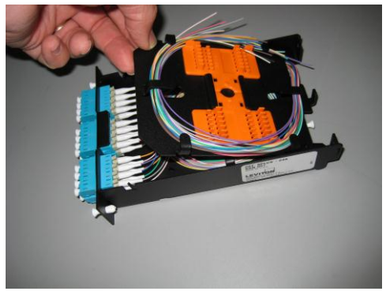

Figura 2
3.2 Retire la cubierta de empalme levantando el borde de adelante. (Ver Figura 2) Saque de la base y déjela a un lado.